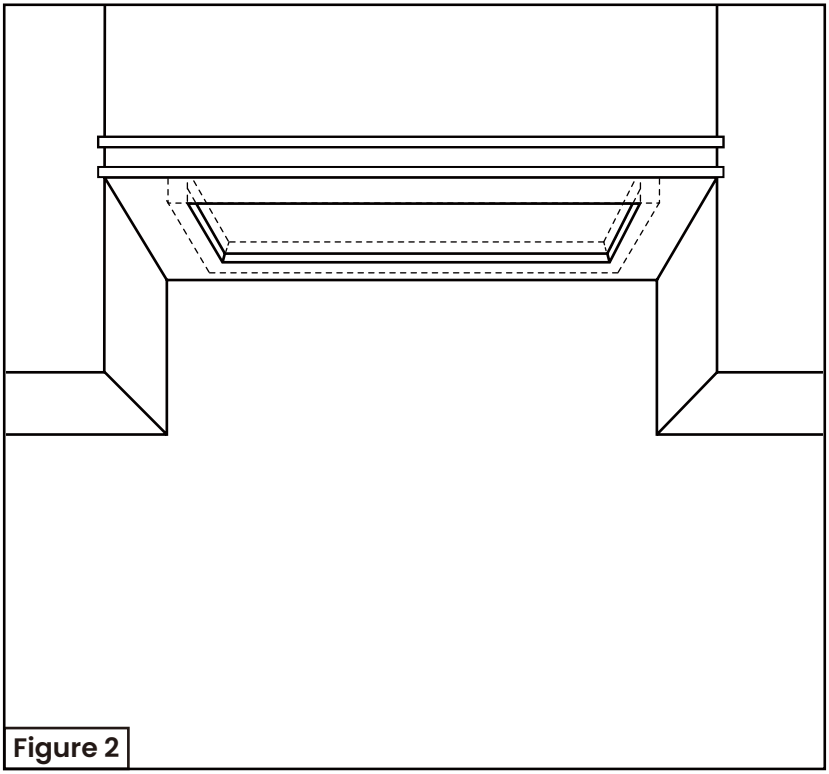

Figure 2
2. Add four 2”x4” strips of wood along the edges of the opening above the opening as shown in Figure 2 in order to secure the range hood with wood screws later.